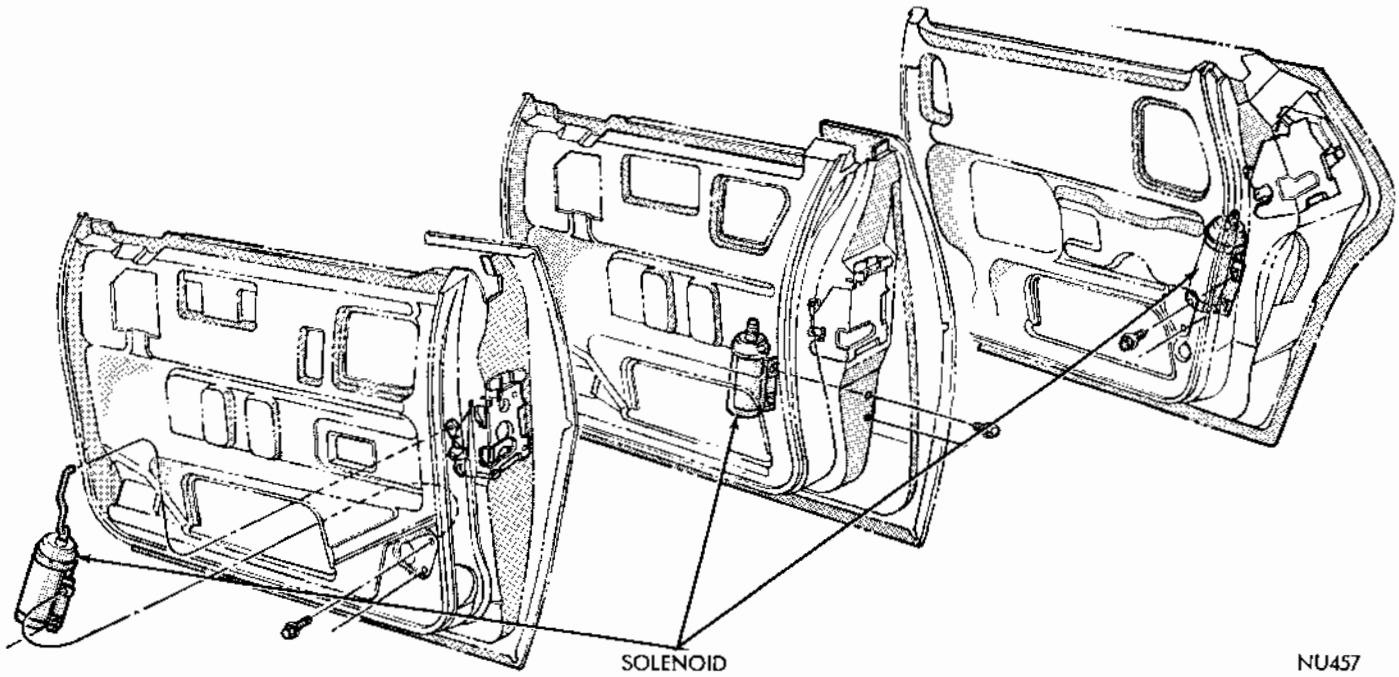

Fig. 19 - Solenoid Attachments
(1) Loosen solenoid to mounting bracket screws (Fig. 19).
(2) Push lock lever to down position and slide solenoid to full down position in mounting bracket.
(3) Raise lock lever to up position, extending solenoid rod to maximum up position.
(4) Tighten solenoid to mounting bracket screws and test operation of lock.
(1) Disconnect solenoid link at solenoid (Fig. 19)
(2) Remove solenoid lead wires.
(3) Remove solenoid to mounting bracket screws and remove solenoid assembly.